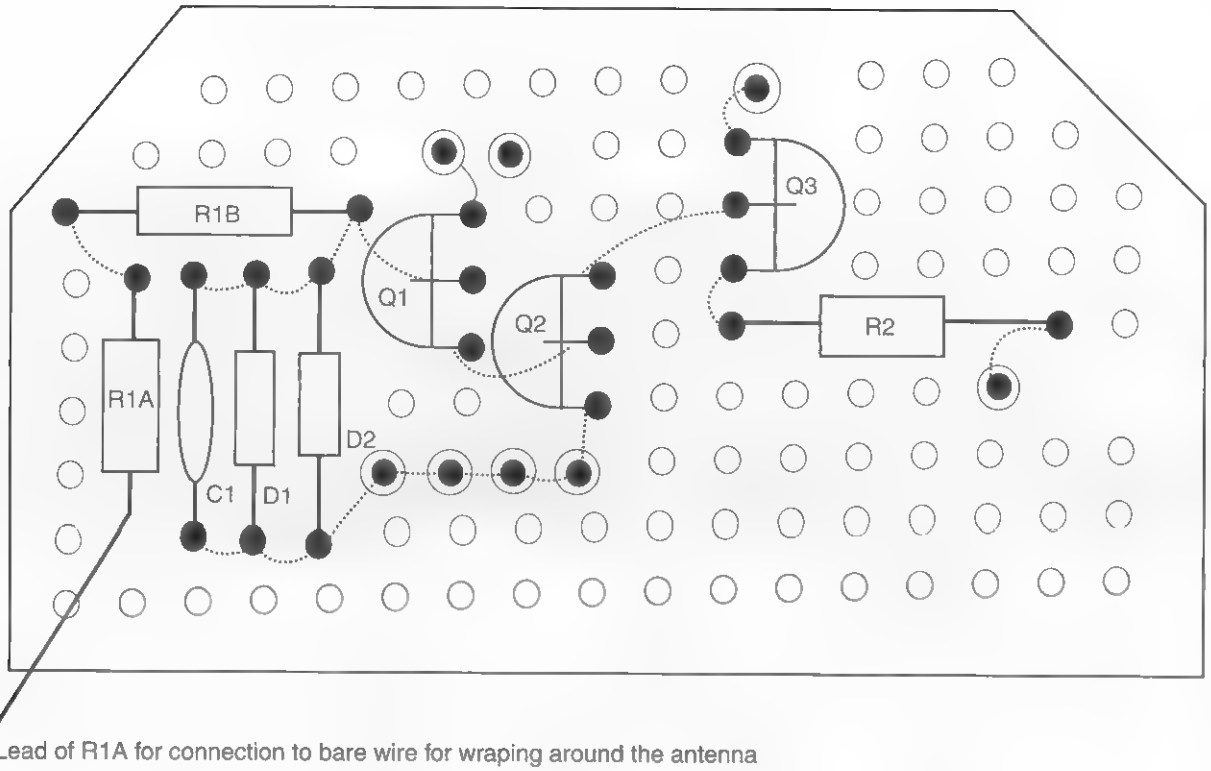

Figure 38-3 *Assembly board wiring*
2. Cut a piece of .1-inch grid perforated board to 2 × 1 inches. Locate and drill the holes as shown in Figure 38-3. If you are building from a perforated board, it is suggested that you insert the components starting in the lower left-hand corner as shown. Pay attention to the polarity of all the semiconductors. Route